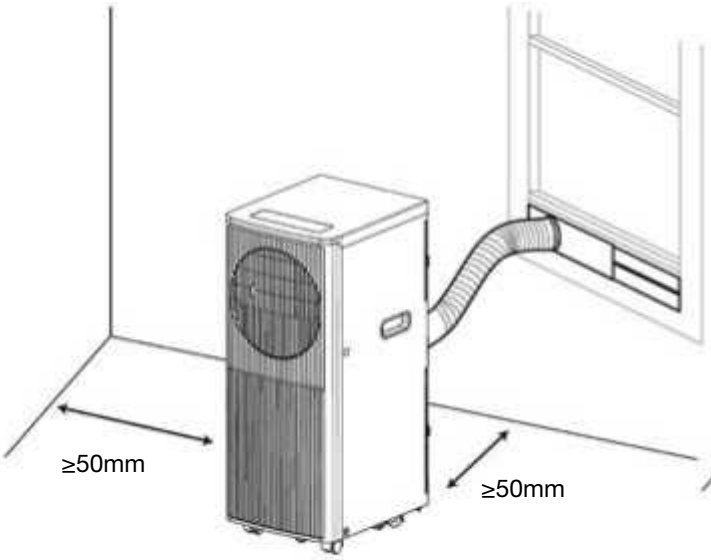
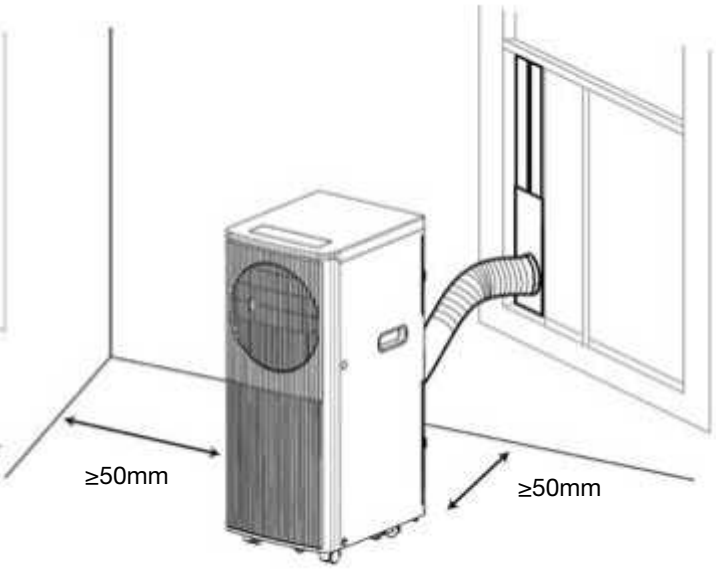

Fig. 2
Fig. 3
2) Como se muestra en la Fig.2 y Fig.3, instale la manguera de escape,y ajuste bien la posición de la ventana.